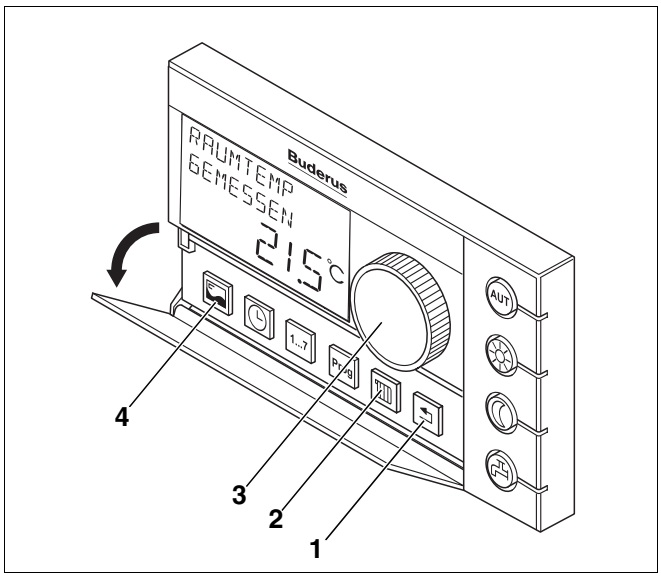

Rys. 42 Moduł obsługowy RC30
- Wywołać poziom serwisowy w module obsługowym RC30, naciskając jednocześnie przyciski "Wskazanie", "Obieg grzewczy" i "Powrót" (rys. 42, **poz. 4**, **2**, **1**). Na wyświetlaczu pojawia się napis "MENU SERWIS JĘZYK".
- Przy pomocy pokrętła (rys. 42, **poz. 3**) wybrać "MENU SERWIS DANE MONITORINGU".
- Przycisnąć przycisk "Wskazanie" (rys. 42, **poz. 4**) i wybrać przy pomocy pokrętła punkt "DANE MONITORINGU KOCIOŁ".